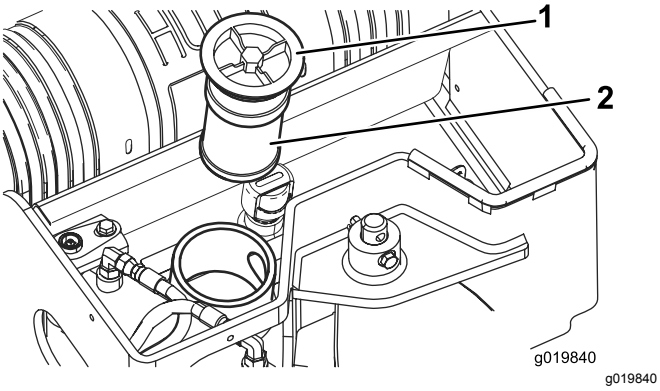

Figur 60
5. Gör rent i området runt hydraultankens påfyllningsrör och ta bort locket och filtret från röret med en hylsnyckel (Figur 60).